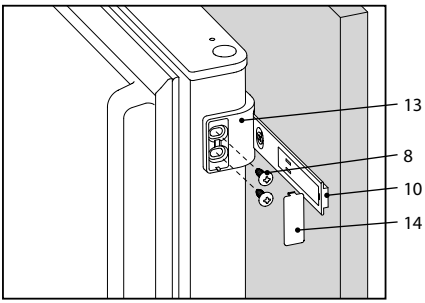

Figura 12
– instalați colțul 13 pe ghidajul superior 10 în conformitate cu figura 12 și aliniați-l cu ușa CF (ușile dulapului CF și mobilei trebuie să fie deschise la un unghi de 90°);